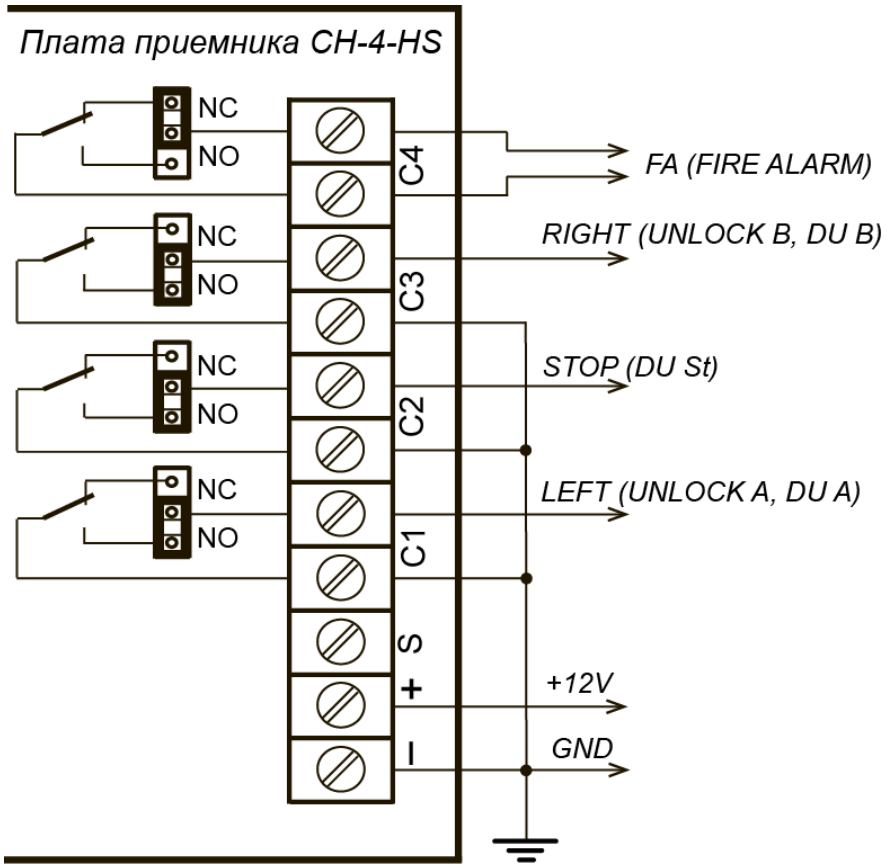

Рисунок 2. Рекомендованная схема подключения платы приемника CH-4-HS к плате управления ИУ
2. Установите перемычки на контакты выходов **D1-D4** платы приемника (рис. 2):
3. Подключите источник питания (12 VDC, 0.5 A) к контактам «**+**» и «**–**» (рис. 2).
6. Проверьте работу CH-4-HS. При нажатии кнопок передатчика на приемнике должны загораться соответствующие индикаторы активизации реле (6).
7. После завершения подключения и настройки CH-4-HS установите лицевую панель приемника (1) и зафиксируйте ее установочным винтом (4).
9. Подключите CH-4-HS (см. рис. 2) к плате управления ИУ в соответствии с эксплуатационной документацией ИУ. При этом: